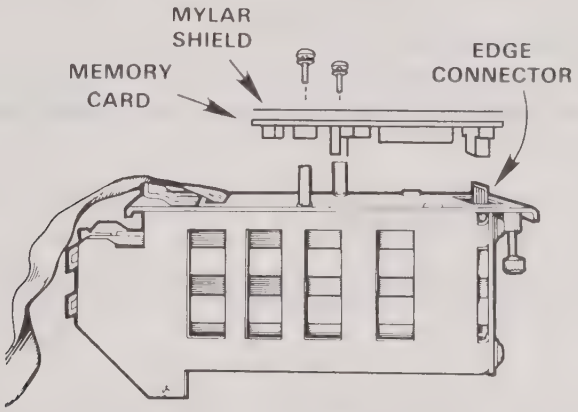

Figure 3. Memory Board Removal
1. Plug the memory board into its card cage edge connector (figure 3) until it is firmly seated.
7. Remove the two Phillips-head screws and armite or mylar shield from the memory board (see figure 3). Retain the washers and screws for reassembly. (If you are updating a UniPak 2B that was factory built, rather than a field conversion, it will not contain any washers.)
8. Pull the memory board straight up to unplug it from the card edge connector (as shown in figure 3).